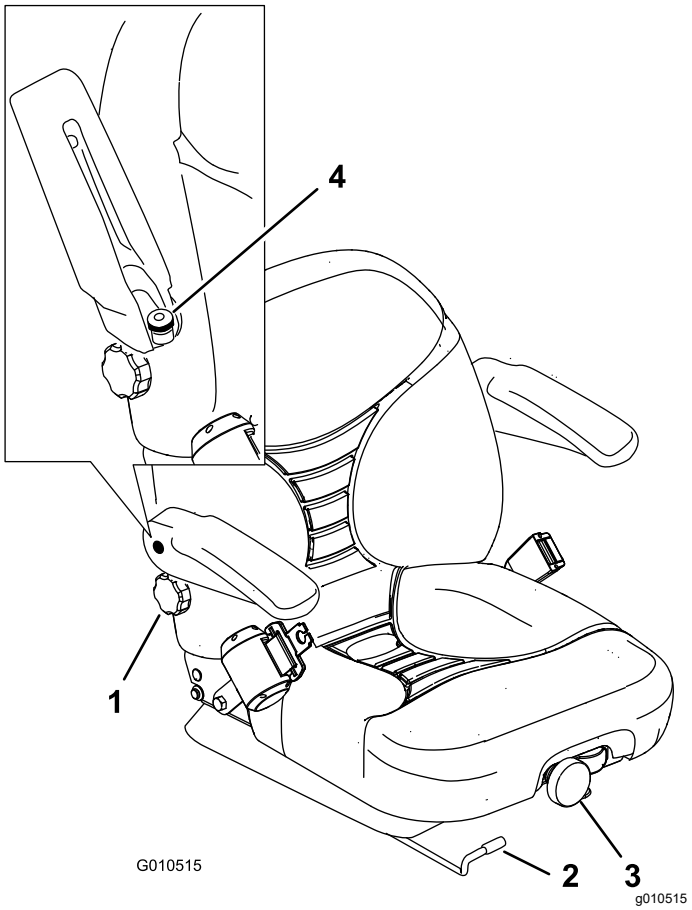

Figuur 32
1. Beweeg de instelhendel zijwaarts om de stoel te ontgrendelen (Figuur 32).
Om de stoel te verstellen, draait u de voorste knop in een van beide richtingen om de meest comfortabele positie te verkrijgen (Figuur 32).
Om te verstellen, draait u de knop onder de rechterarmsteun in een van beide richtingen om de meest comfortabele positie te verkrijgen (Figuur 32).
Til de armsteun omhoog en draai de knop in een van beide richtingen om de meest comfortabele positie te verkrijgen (Figuur 32).